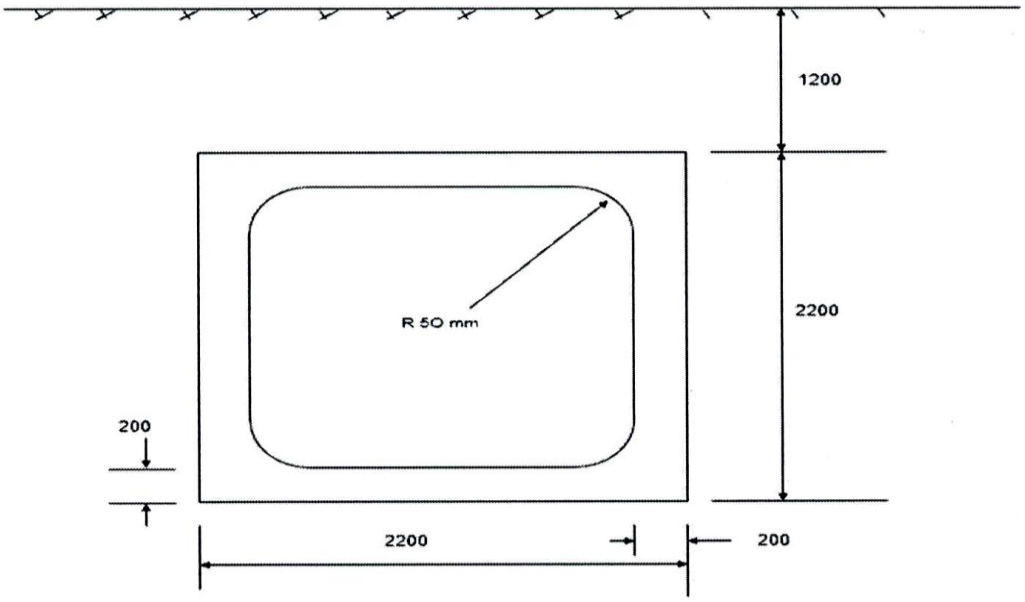

FIGUUR 1 (20)
- Die basis is oorlangs met Y16 @ 500 h/h ('c/c') en transversaal met Y20s @ 250 h/h ('c/c') versterk. (30)
1.2 Teken die duiker in FIGUUR 1 oor deur van die volgende detail gebruik te maak: